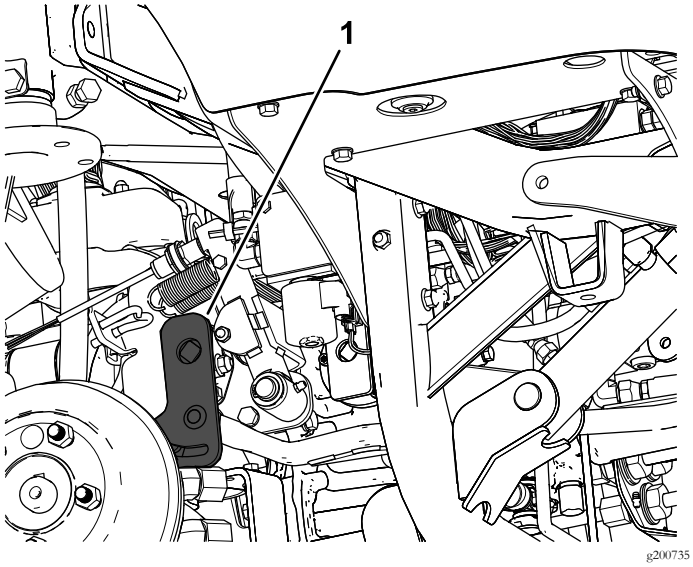

Figuur 4
1. Zoek en verwijder de arm van de tractiehendel (Figuur 4).